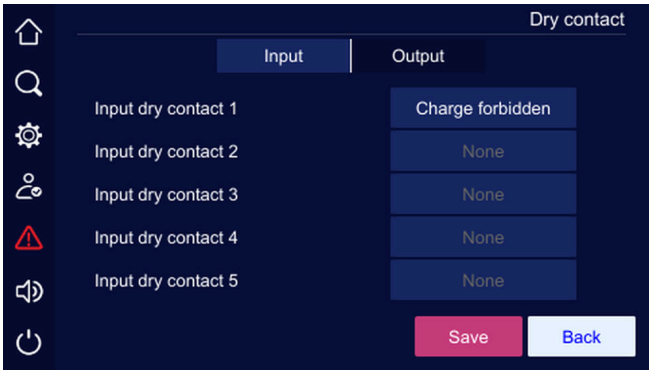

FIGURE 5-31 Input dry contacts
2. Touch the button of the contact (Figure 5-31, Figure 5-33).